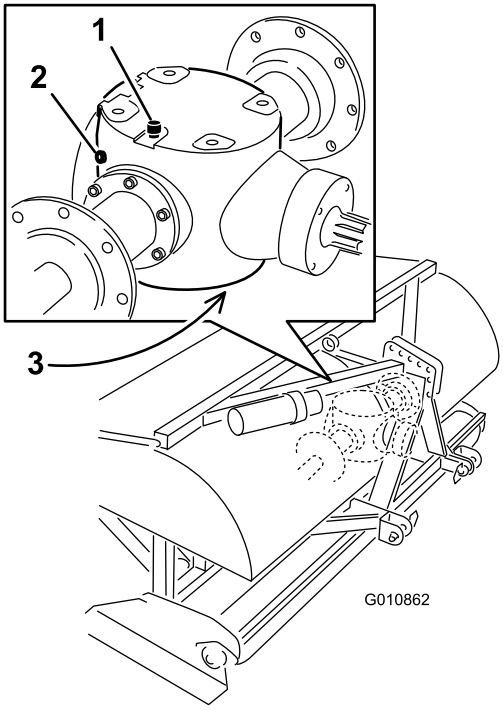

Figur 45
2. Ta bort kontrollpluggen från växellådan (Figur 45).
3. Kontrollera att oljan når upp till den nedre delen av kontrollpluggshålet i växellådan (Figur 45).
1. Ta bort skräp från luftnings-/påfyllningspluggen och tappa ur pluggen för att undvika kontamination (Figur 45).